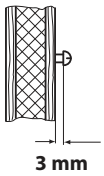

Abb. 3.1
2. In das obere mittlere Loch drehen Sie eine der Holzschrauben. An dieser Schraube wird das Steuergerät eingehängt. Lassen Sie zu diesem Zweck die Schraube ca. 3 mm herausstehen (Abb. 3.1).